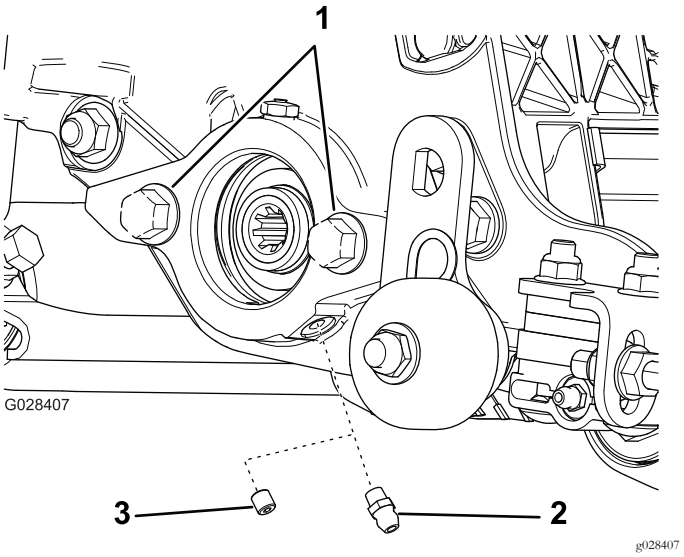

Figur 6
1. Lossa och kassera ställskruven på cylindermotorns sidoplåt (Figur 6).
2. Montera den raka smörjnippeln (Figur 6).
4. Om det inte finns några skruvar på cylindermotorns sidoplåt monterar du dem (Figur 6).